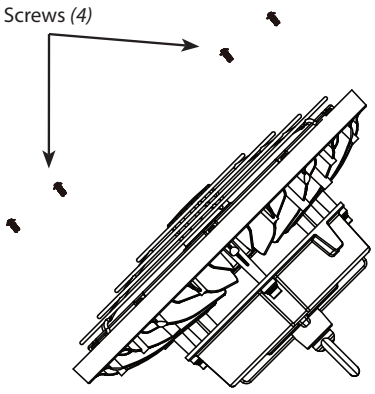

Fig: 3
3. Secure the **Wire Guard** to the **Heat Sink** with *(4)* 4x8mm **Screws** *(provided)* as shown in Fig. 3.